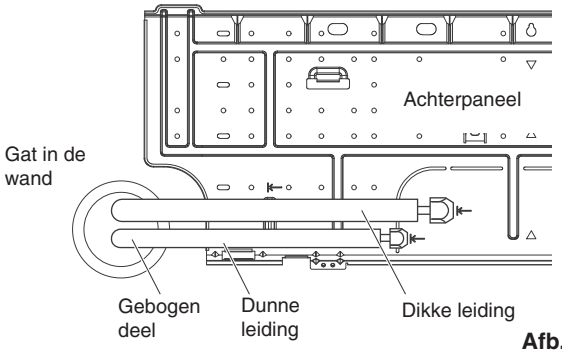

Afb. 3-28
(1) Leid de leidingen en de afvoerslang door de wand en zorg voor voldoende lengte om de vereiste verbindingen te kunnen maken. Buig vervolgens de leidingen met een buigmachine om de bevestiging te kunnen maken. (Afb. 3-28)
(2) Wissel de afvoerslang en de afvoerdop om.